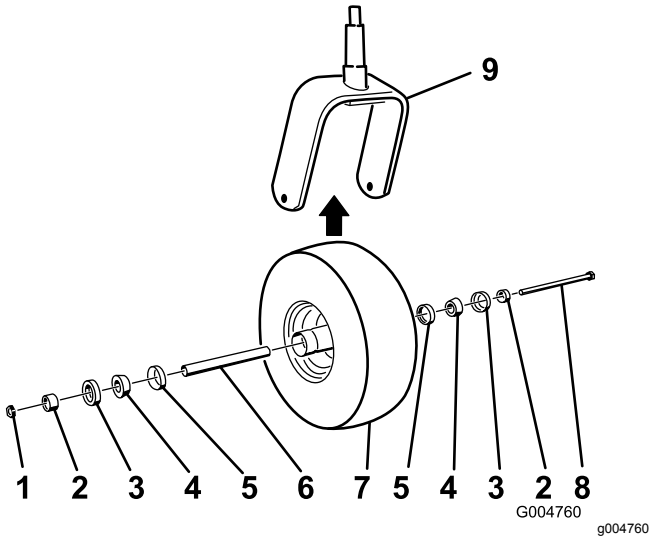

**図 42**
2. 端子ボルトからナットを外す図 42。
5. コーンベアリングにグリスをパックし、ベアリングとシールをホイールハブに入れ、図 42に示すようにキャスタホイールを組み付ける